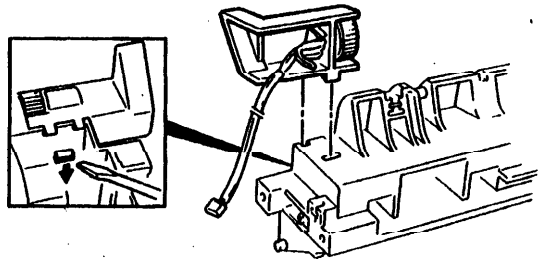

Рис. 1. Регулятор плотности
4. Осторожно выведите крепежные лапки регулятора плотности из узла правой рамы (Рис. 1).